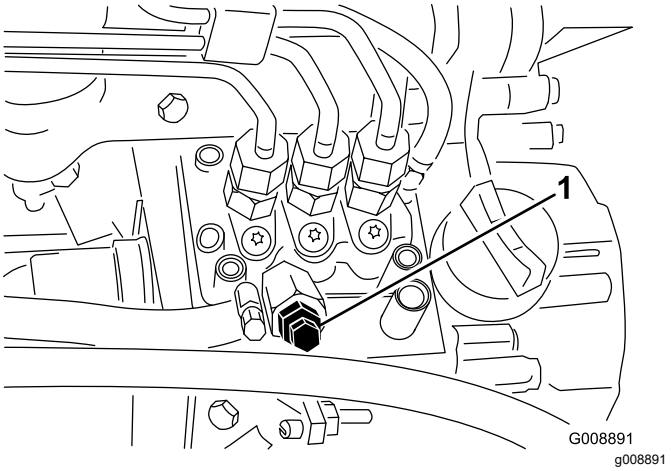

**Figur 39**
3. Öppna avluftarskruven på bränsleinsprutningspumpen (Figur 39).